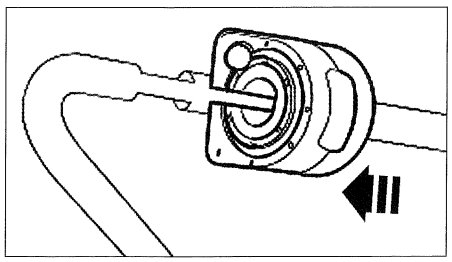

FIG. 16
- comprobar el posicionado de los silentblocs de la barra estabilizadora, colocarlos sin lubricante **(fig. 16).**